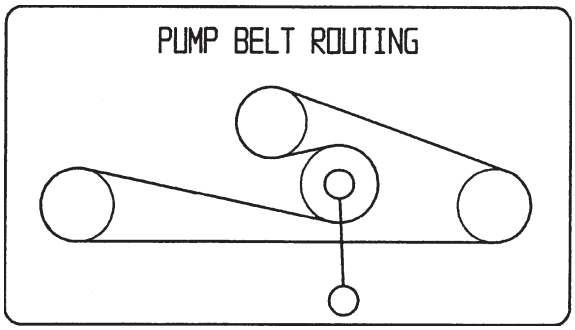

Figure 57
1. Abaissez la poulie de tension rappelée par ressort et enlevez la courroie des poulies du moteur et de la pompe hydraulique (Fig. 57). Retirez la courroie entre les poulies.
2. Installez la courroie neuve sur les poulies du moteur et de la pompe hydraulique (Fig. 57).
3. Abaissez la poulie de tension rappelée par ressort et alignez-la sous la courroie de transmission, puis relâchez-la (Fig. 57).